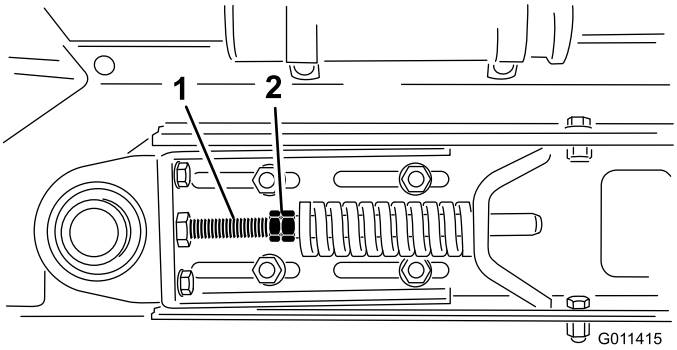

**Figuur 31**
3. Zet de borgmoeren en de moeren van de spanstang los om de spanning van de veer te halen (Figuur 31).